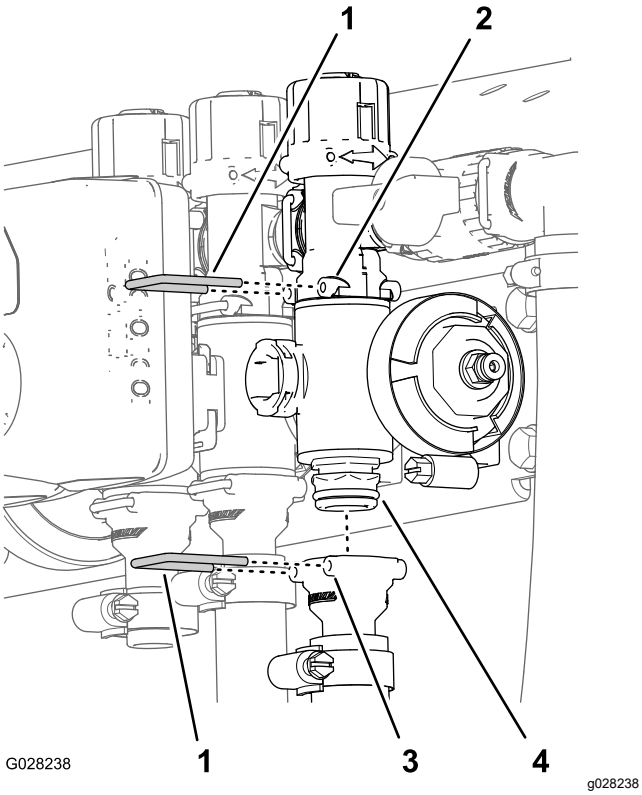

Figura 75
2. Remova os retentores que prendem o encaixe de saída ao coletor da válvula de seção e o coletor da válvula ao acessório de desvio (Figura 75).